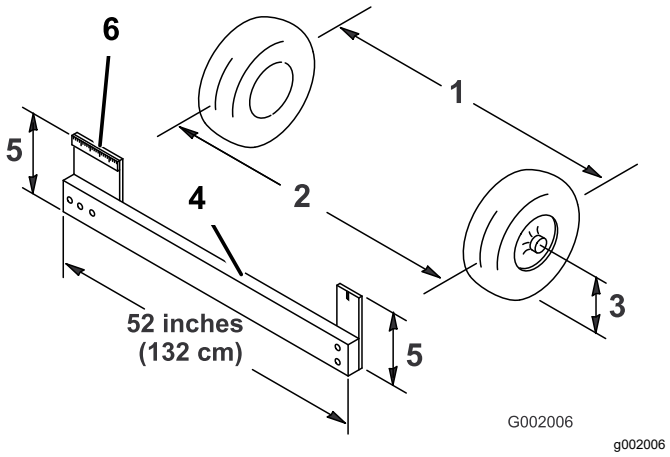

Figura 51
4. Mida la distancia entre los neumáticos delanteros a la altura del eje, en la parte delantera y trasera de las ruedas (Figura 51).
Nota: Necesitará una plantilla o un indicador de alineación para medir la parte delantera de las ruedas delanteras a la altura del eje. Utilice la misma plantilla para medir con precisión la parte delantera de las ruedas delanteras a la altura del eje (Figura 51).